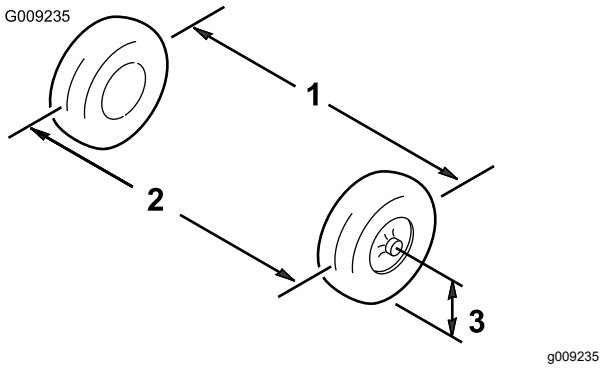

Figuur 48
2. Meet ter hoogte van de as de afstand tussen de voorwielen aan de voorkant en de achterkant van de wielen (Figuur 48).